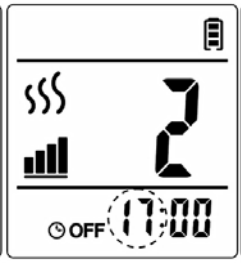

Abb. 4-2
2. Stellen Sie mit der Taste **UP** oder **DOWN** die Stunde ein (siehe Abb. 4-2).